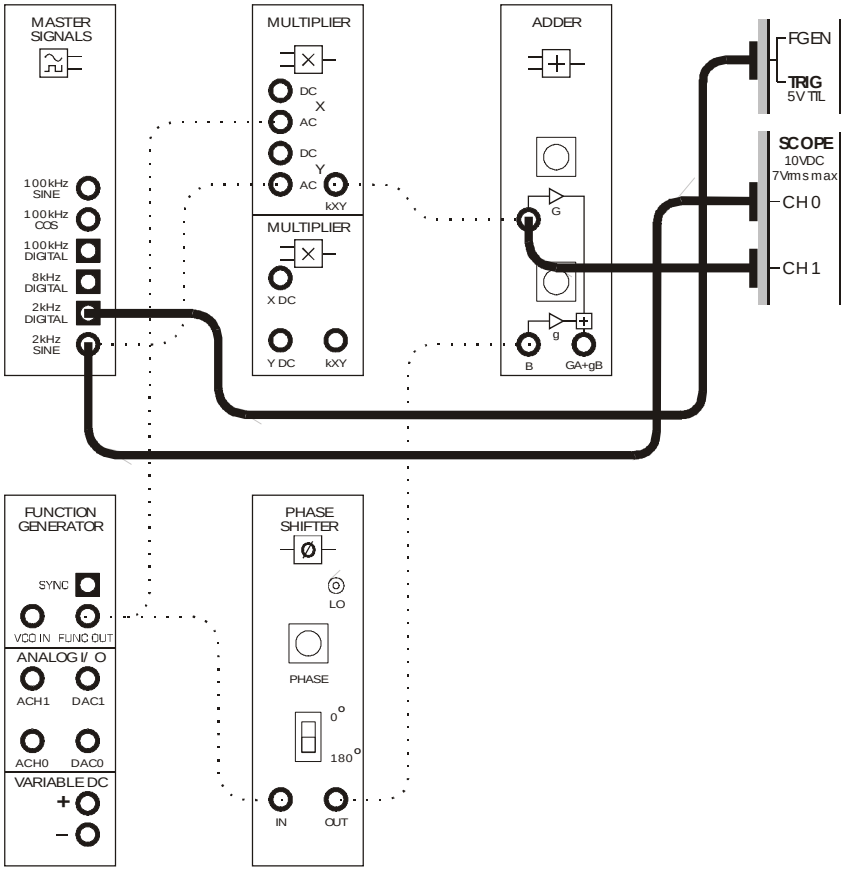
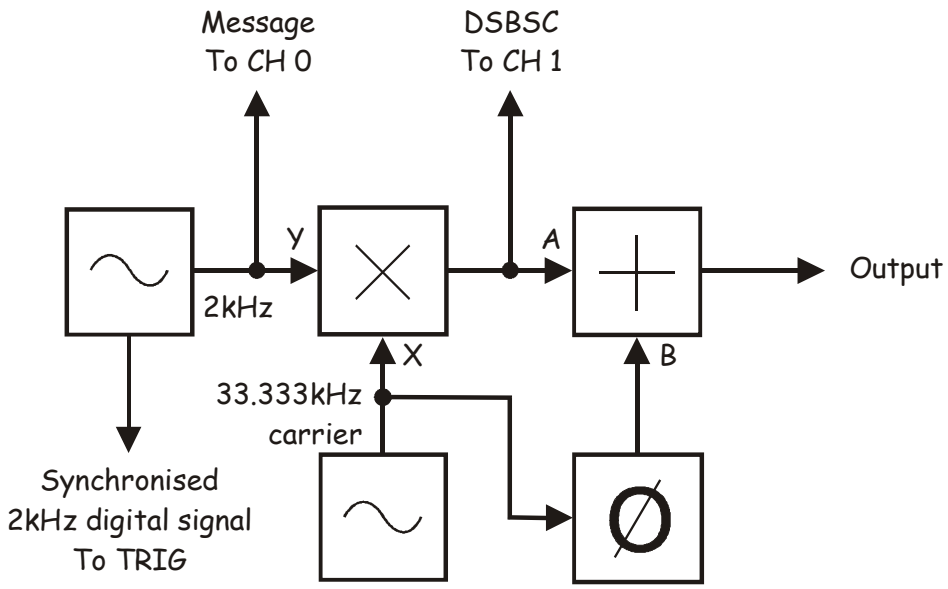

Figure 3
Figure 4
15. Connect the NI ELVIS II Oscilloscope to the set-up as shown in Figure 3 below.
The scope's connections to the set-up in Figure 3 are shown in Figure 4 below. The scope's external trigger input is used to help obtain a stable display.